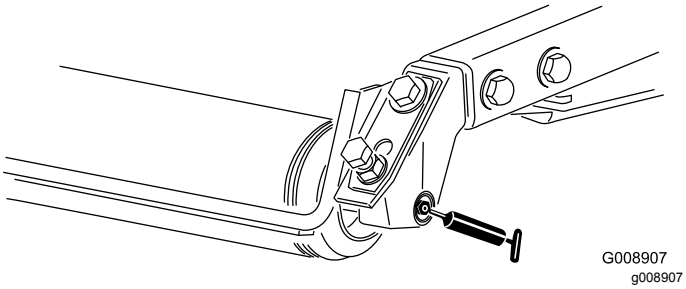

Figur 56
- Bagrullelejer (2 pr. klippeenhed) (Figur 56)